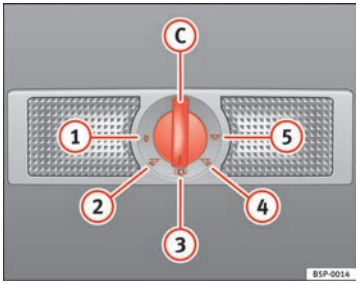

Fig. 80 Interior roof trim: rear interior lights and reading lights.
The switch ⇒ fig. 80 (C) is used to select the following positions:
In switch position ⇒ fig. 80 (1), the interior and reading lights are switched off.